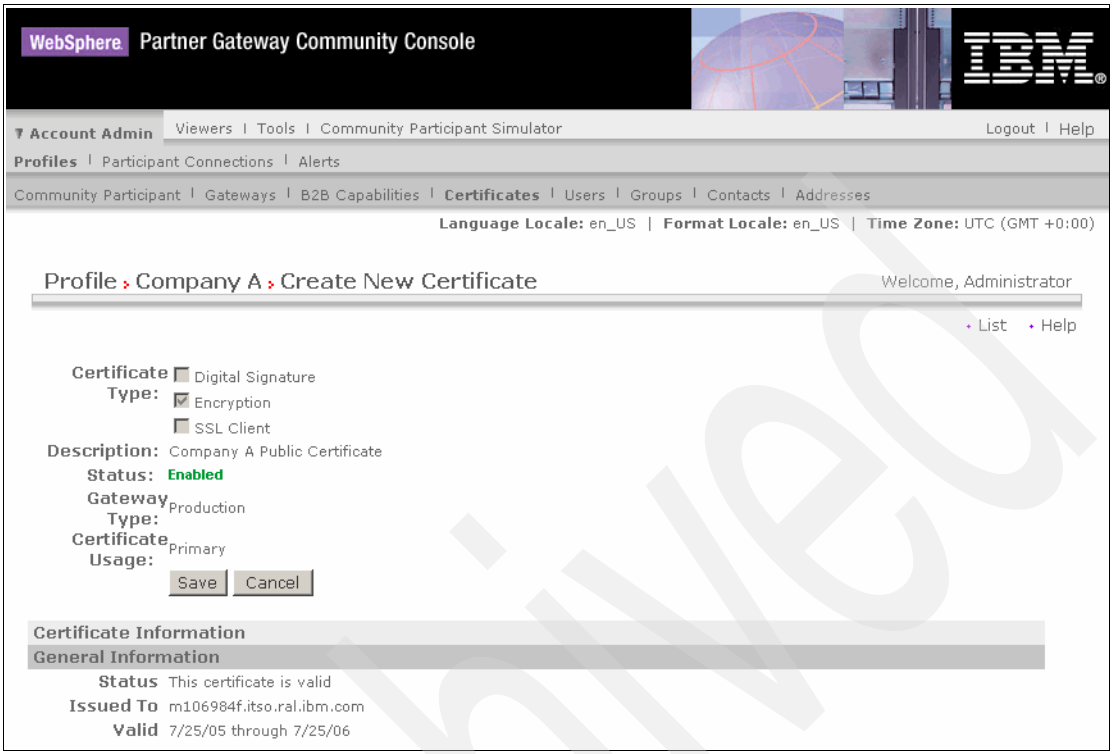

Figure 8-33 Saving the uploaded public certificate
5. The certificate is now analyzed by the server of our partner. Review this analysis, which is shown in Figure 8-33 on page 237 and Figure 8-34 on page 238, and click **Save**.